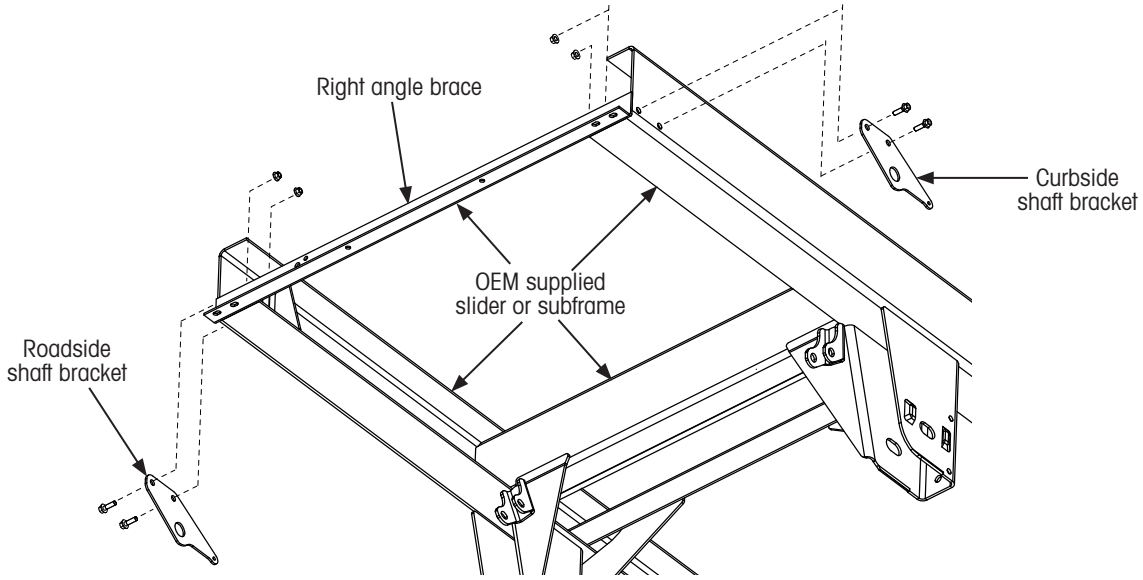
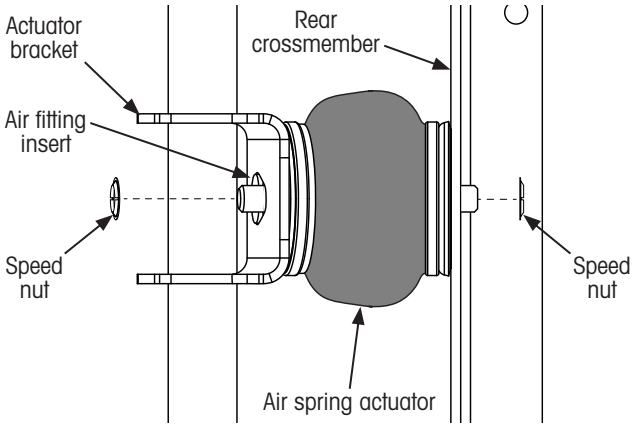

Figure 33: Shaft bracket installation to subframe
Figure 39: Air spring actuator installation details
NOTE: Holes (Figure 33 and Figure 39 on page 25) must be provided for installing shaft brackets. Additionally, the right angle brace, shown, must also be provided, with holes for the air spring actuator installation.
2. **Install** roadside and curbside brackets (Figure 33) using 1/2-inch flange bolts provided with the kit. **Loosely install** bolts to allow brackets to move freely during the next step.
1. **Place** the end of the air spring actuator (Figure 39) with the mounting stud and the air line fitting into the mounting hole on the actuator bracket.
3. **Insert** the mounting stud on the other end of the air spring actuator into the mounting hole on the rear crossmember (Figure 39).